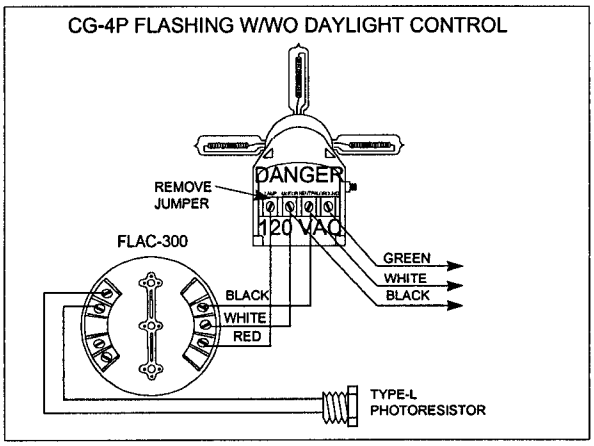

Figure 4-4
h. If flashed, a FLAC-300 and type-L daylight control will be used and wired as shown in Figure 4-4.